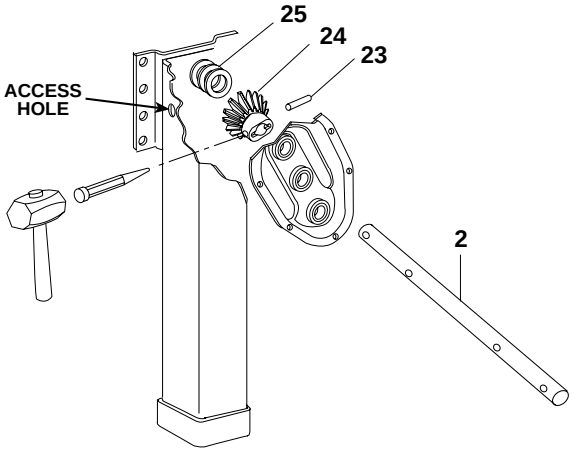

Figure 6
6. Place a punch in the access hole, align it with the bevel pinion gear groove pin (item 23) and drive out the groove pin (see Figure 6).
7. Carefully remove the drive shaft (item 2) or the bevel gear shaft (item 19) and count the number of shims (item 25) used, so that the same number is used during re-assembly of the leg.
8. Remove bevel pinion gear (item 24).